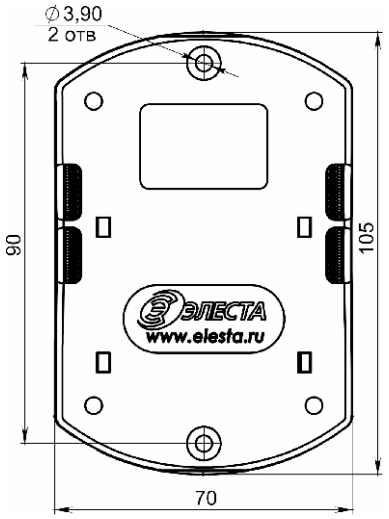

Рисунок 2. Установочные размеры «Ю-7620»
- закрепить УИАБ на стене двумя шурупами по установочным размерам (рис.2), предварительно продев провода внешних подключений через прямоугольные отверстия в основании корпуса.